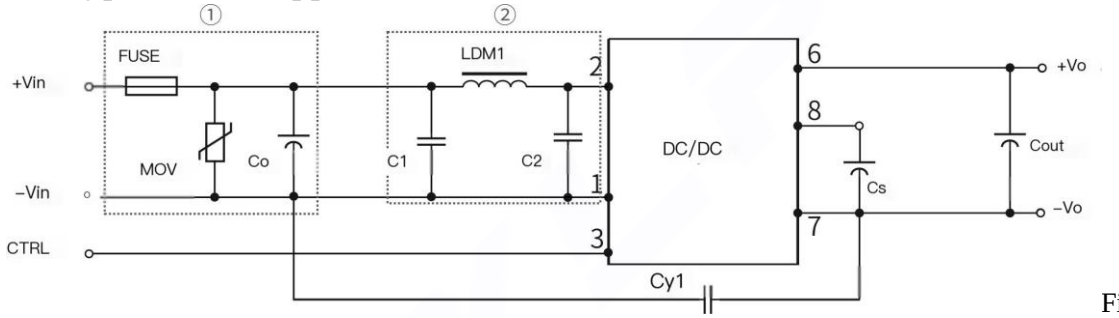

Figure 3
In Figure 3, the①Partially used for EMS testing;auxiliary word for ordinal numbers②Partially used for EMI filtering, can be selected according to requirements;